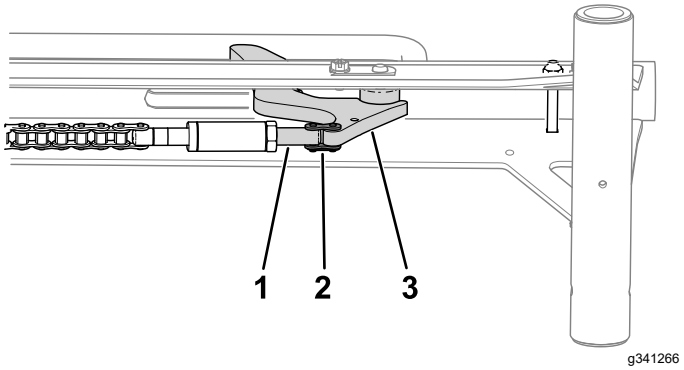

**Figuur 4**
6. Verbind de spanmoer van de sluitschakel via een sluitschakel met de wielaanslag (Figuur 4).